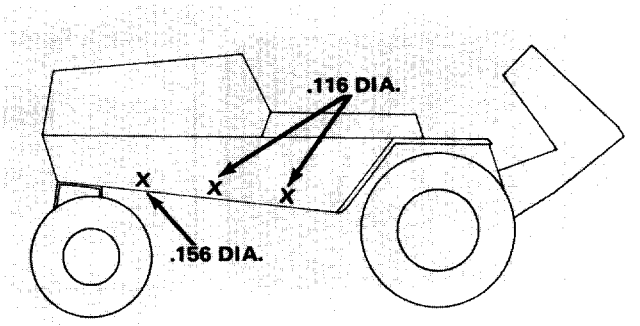

Figure 7
6. Stretch screen up over right hand side of frame and use to locate position for front two (2) snap studs. Drill two (2) .116 dia. holes in right side of unit (Fig. 7).
7. Locate position for rear snap stud and drill one (1) .156 dia. hole through side frame and engine strap (Fig. 7).